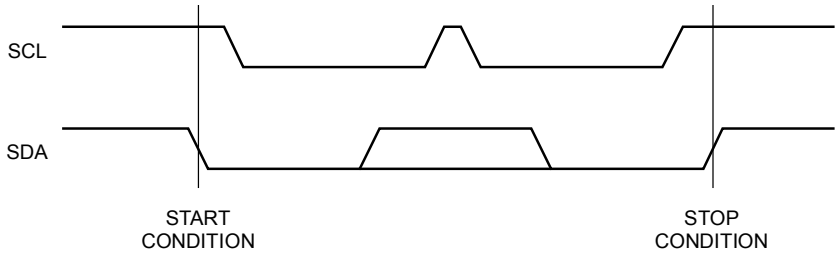

Figure 5. START/STOP Condition
(1) Data transfer may be initiated only when the bus is not busy.
(2) During a data transfer, the data line must remain stable whenever the clock line is high. Any changes in the data line while the clock line is high will be interpreted as a START or STOP condition (Figure 5).